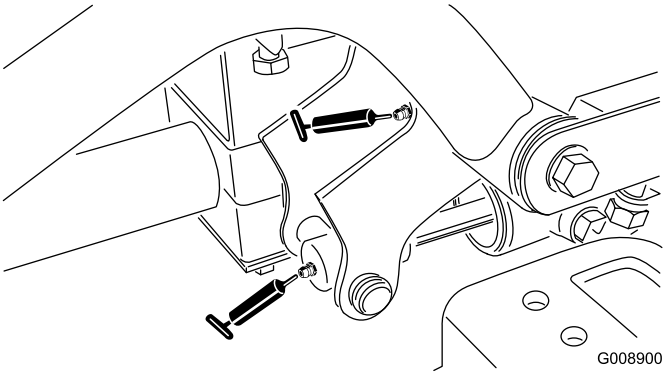

**Figur 53**
- Høyre fremre løftearmstapp og løftesylinder (2) (Figur 53)